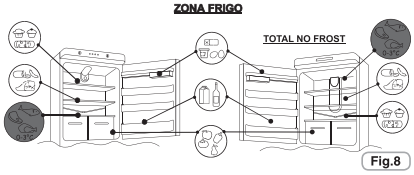

Fig.8
• Para manter o melhor sabor, nutrição e frescura dos alimentos, é aconselhável armazená-los no compartimento do frigorífico, como mostrado na FIG. 8, certificando-se que todos estão envolvidos em folha de alumínio, película plástica ou dentro de recipientes adequados bem fechados, para evitar a contaminação cruzada.